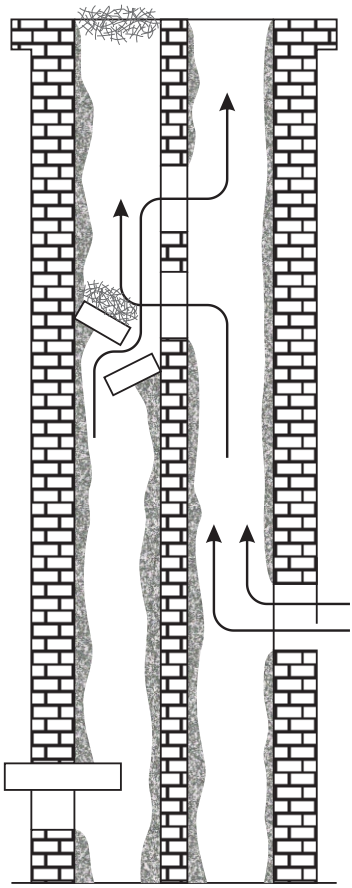

Figure 3a
- the chimney must be free of foreign objects, damage, and accumulated soot or other deposits (Figure 3a).